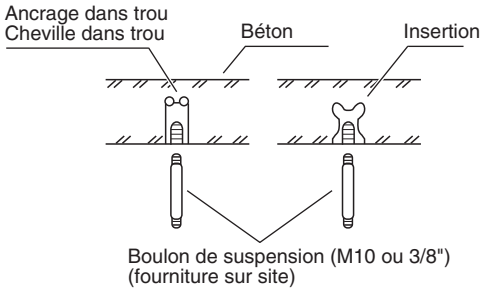

Fig. 3-3
- Insérer les boulons de suspension (Fig. 3-3)
(2) Visser les boulons de suspension, en les laissant dépasser du plafond (Fig. 3-3). (Coupez le matériau du plafond, si besoin.)